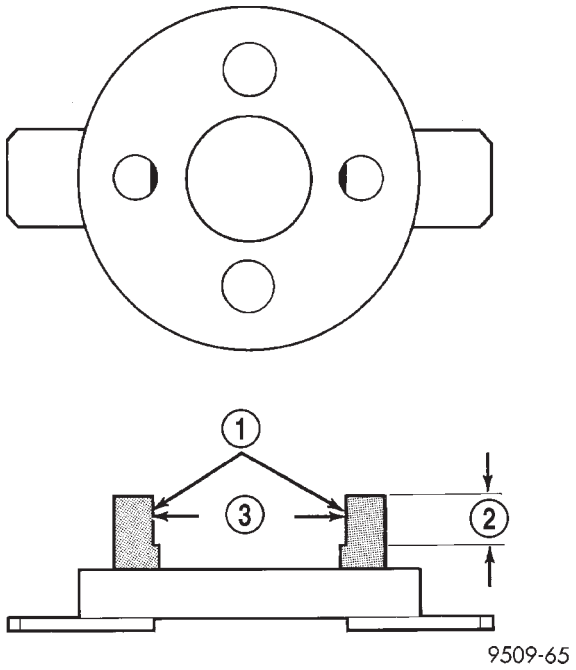

Abb. 79 Spezialwerkzeug anpassen
(1) Kurbelwellendämpfer, die vordere Zahnriemenabdeckung, Zahnriemen und Spannvorrichtung abbauen. Siehe hierzu entsprechenden Abschnitt in diesem Kapitel.
(2) Nockenwellenrad mit den Spezialwerkzeugen C-4687 und C-4687-1 (modifiziert) wie dargestellt fixieren (Abb. 79), während die Befestigungsschrauben entfernt werden.
(3) Nockenwellenrad von der Nockenwelle abnehmen.
(4) Hintere Zahnriemenabdeckung abbauen.
(5) Nockenwellendichtring mit einem geeigneten Werkzeug vorsichtig abziehen. Dabei die Oberfläche des Nockenwellendichtrings und des Zylinderkopfs nicht beschädigen.
wellenrad mit den Spezialwerkzeugen C-4687 und C-4687-1 (modifiziert) festhalten (Abb. 79).